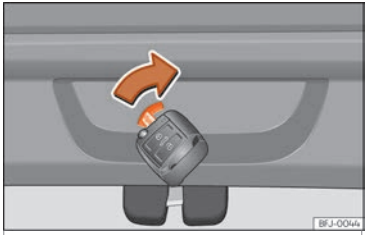

Fig. 11 Detalle del maletero: desbloqueo de emergencia.
- Para desbloquear el portón trasero, introduzca el espadín de la llave en la abertura del portón del maletero y presione la palanca de desbloqueo en el sentido de la flecha ››› fig. 11.